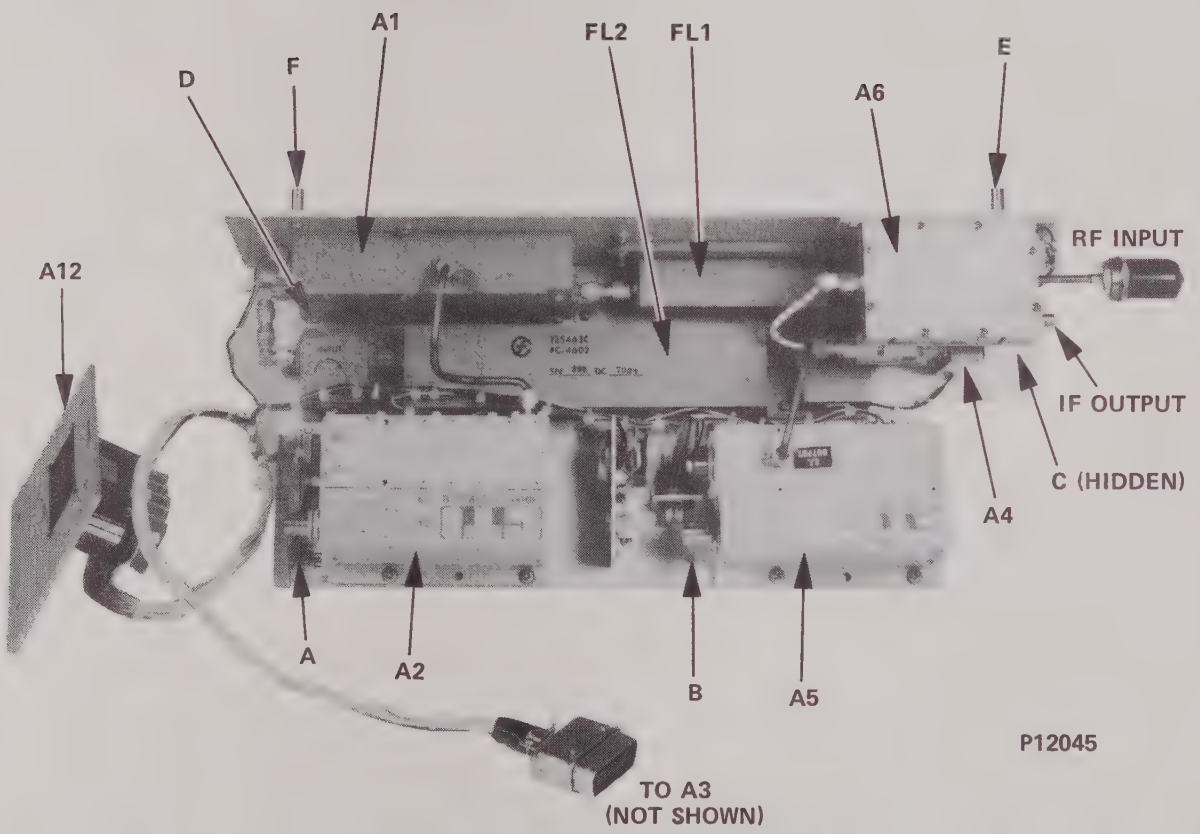

Figure 10-4. Top View of Downconverter
Multiplier (A2) and source (A5), figure 10-4, can be removed without taking the downconverter out of the mainframe. If the downconverter must be removed from the mainframe, the following procedure is recommended.
b. Unscrew and remove the four nuts and lockwashers at A, B, C, and D (figure 10-4) in the baseplate of the downconverter. Also remove the screw at E, leaving the spacer attached to the mainframe. Remove the screw at F, leaving the spacer attached to the downconverter
To replace the downconverter in the mainframe, the reverse of the above procedure can be used. However, the following tip will greatly facilitate replacement. Insert the four screws through the bottom of the mainframe chassis (holes A, B, C and D--figure 10-4) and tape them in position with masking tape over their heads. Then drop the 1/8-inch spacers over the screws from the top. Lower the downconverter into position on the screws, install the lockwashers and nuts, and tighten.